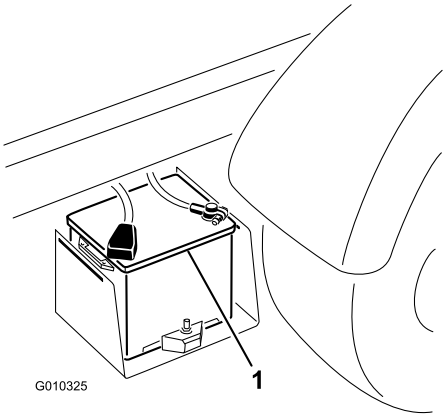

Figur 6
5. Når batteriet er opladet, tages opladeren ud af stikkontakten og frakobles batteripolerne (Figur 6).